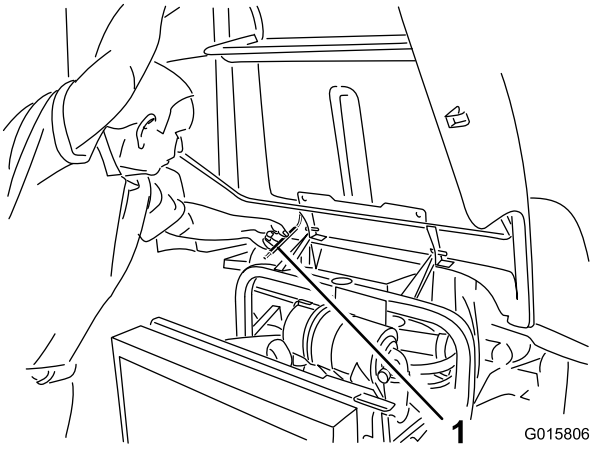

Figur 38
2. Luft huven tills du kan placera stöttan bakom ramröret (Figur 38).